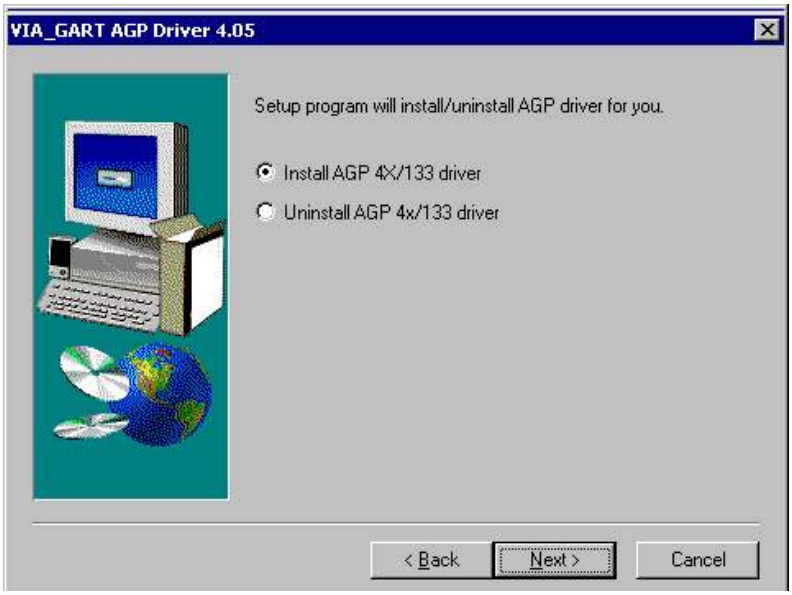

图 4-2-5
5、出现“ VIA-GART AGP ”驱动画面，单击“ Next ”继续（如图 4-2-5）。